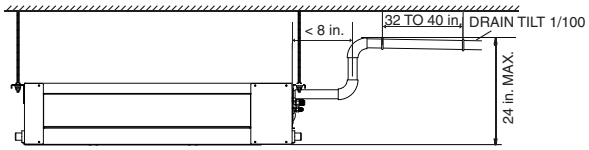

Fig. 7 — Condensate Piping
- The highest point in the condensate piping should be as close to the unit as possible. See Fig. 7.